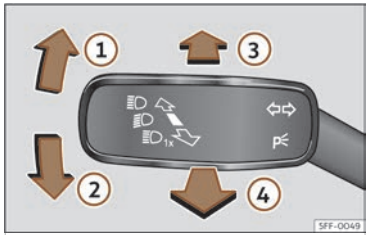

Fig. 108 Turn signal and main beam lever (depending on the version).
- From the neutral position, press the turn signal and main beam headlights lever forwards ››› Fig. 108 ③.
- **EITHER:** if main beam assist is on, pull the turn signal light and main beam headlights lever back ››› Fig. 108 ④.